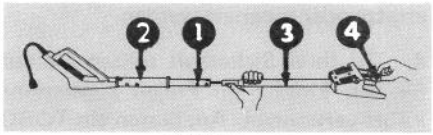

Abbildung 3
4. Griffeinheit auf ebenem Boden flachlegen. Mittleren Handgriff vom unteren Griffholm wegnehmen und auf oberen Griffholm schieben (Abb. 3).
Oberen Griffholm mit unterem Griffholm ausrichten. Mit einer Hand das Kabelanschlussteil festhalten, und mit der anderen Hand den unteren Griffholm in den oberen Griff schieben (Abb. 3). Löcher aufeinander ausrichten. Mittleren Plastikgriff in Montageposition bringen und mit den Löchern in den Griffholmen ausrichten.